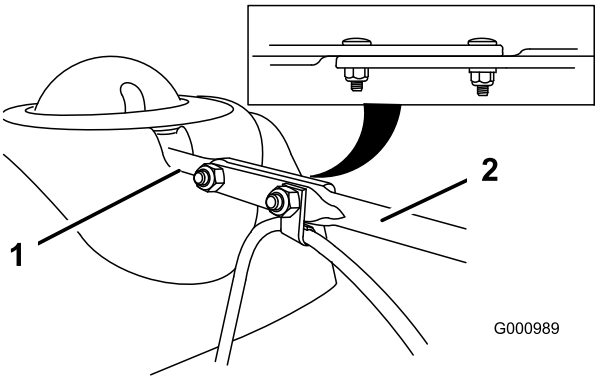

Figur 9
3. Ret den flade ende af den lange sliskekontrolstang ind efter den flade forende af den korte stang, der går ud fra kontrolpanelet, således at de passer ind i hinanden (Figur 9).